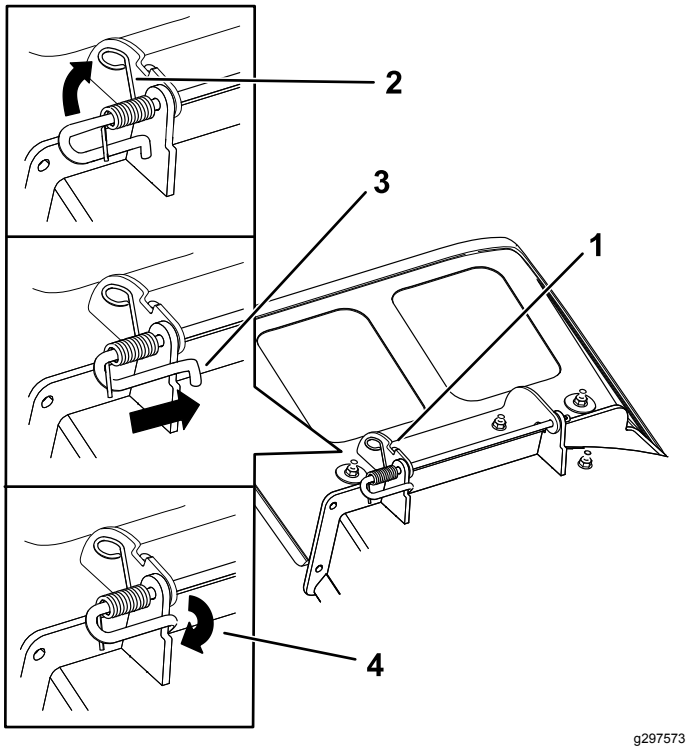

Figur 78
4. Plasser den nye utslippsavlederen med brakettendene mellom de sveisede brakettene på klippeenheten som vist i Figur 78.
6. Plasser fjæren på stangen som vist i Figur 78, slik at den kortere fjærenden går under stangen før krummingen og går over stangen når den kommer tilbake fra krummingen.
7. Løft løkkeenden av fjæren, og plasser den i hakket på avlederbraketten (Figur 78).
8. Fest stang- og fjærenheten ved å vri den slik at den korte enden av stangen plasseres bak den fremre braketten som er sveiset til klippeenheten (Figur 78).